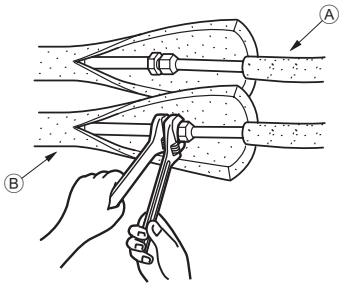

Fig. 4-4
4.5. Realizzazione della tubazione del refrigerante (Fig. 4-4)